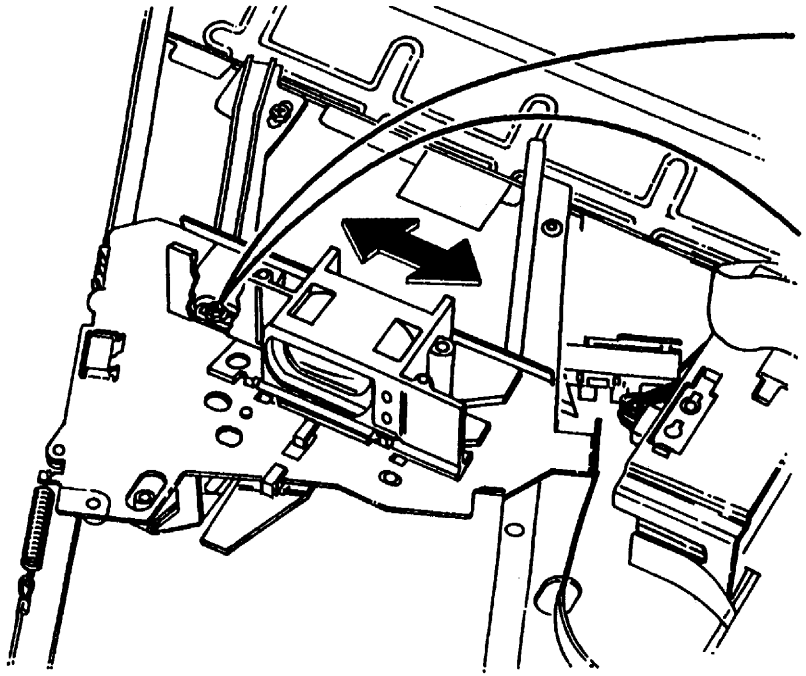

Рис. 2. Регулировка положения объектива
5. (Рис. 2) Отрегулируйте положение объектива.